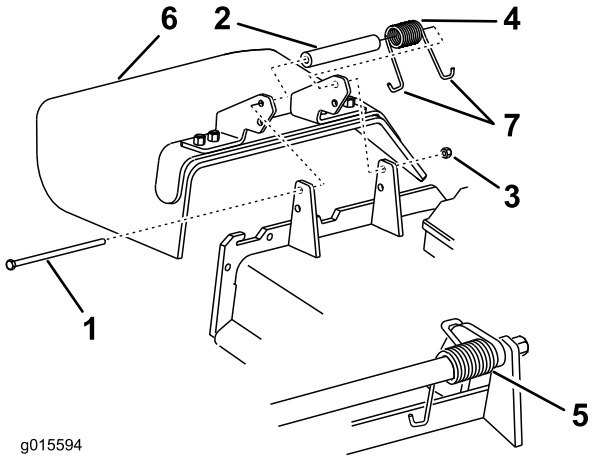

Figur 89
1. Ta bort låsmuttern, skruven, fjädern och distansbrickan som håller fast gräsriktaren på tappfästena (Figur 89).
Obs: Se till att fjäderns 1 **J** ände sitter bakom däckkanten innan du monterar skruven i enlighet med Figur 89.
6. Placera fjäderns 1 **J** krokformade ände runt gräsriktaren (Figur 89).